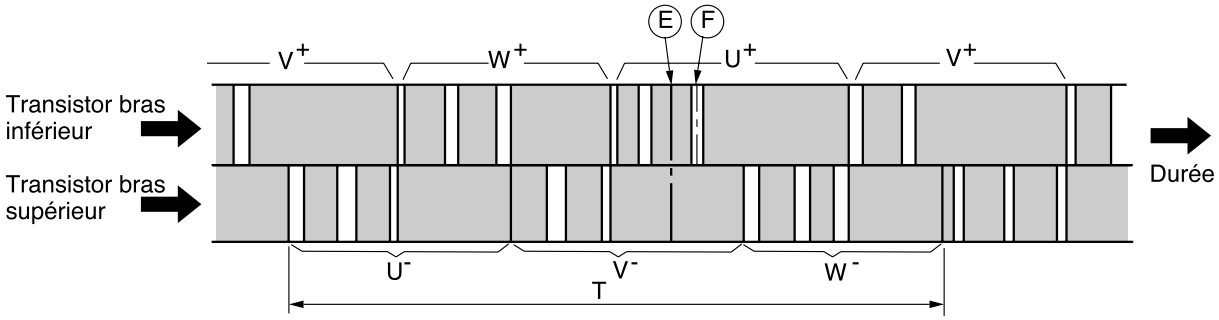

Fig. 3-2 Montre l'ordre de commutation du module de puissance.
- Durée T sur Figure 3-2, montre la période de commutation et la relation avec la vitesse de rotation (N) du compresseur est montrée au moyen de la formule ci-dessous;